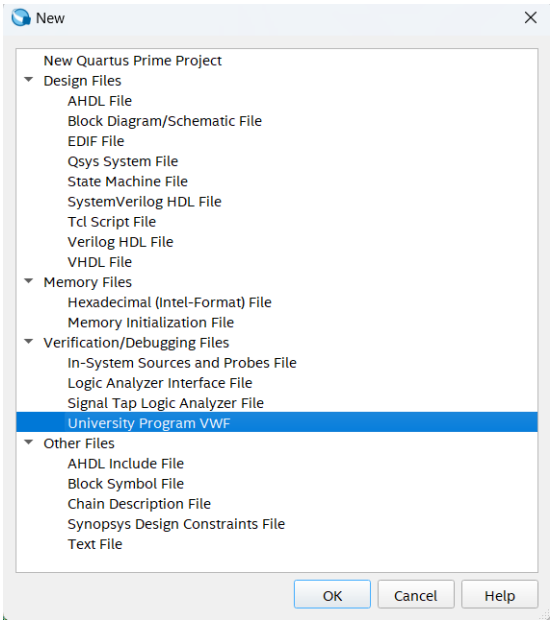

Figure 16 - Selection of file type to create ("University Program VWF").
9. Simulate the behaviour of the logical port by creating a VWF file ("File→New" menu) according to the steps described in the following points (described in Figures 16 to 18).